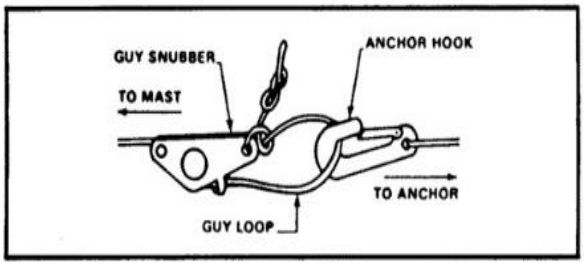

Figure 2-92 Attaching Guy Loops to Ground Anchor
11. Extend the guy assemblies to the side and back anchor hooks and attach the guy loops. See Figures 2-92 and 2-93.
12. Attach the hooks of the upper guy assemblies (color coded red) to the upper guy plate. See Figure 2-92.
13. Extend the guy assemblies to the side and back anchor hooks and attach the guy loops. See Figure 2-92 and 2-93.